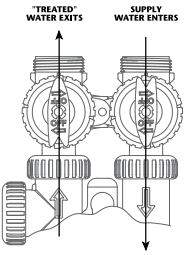

FIGURE 1
1. **Normal operation position:** The inlet and outlet handles point in the direction of flow indicated by the engraved arrows on the control valve. Water flows through the control valve for normal operation of a water softener. During the regeneration cycle this position provides regeneration water to the unit, while also providing untreated water to the distribution system **(Fig. 1)**.